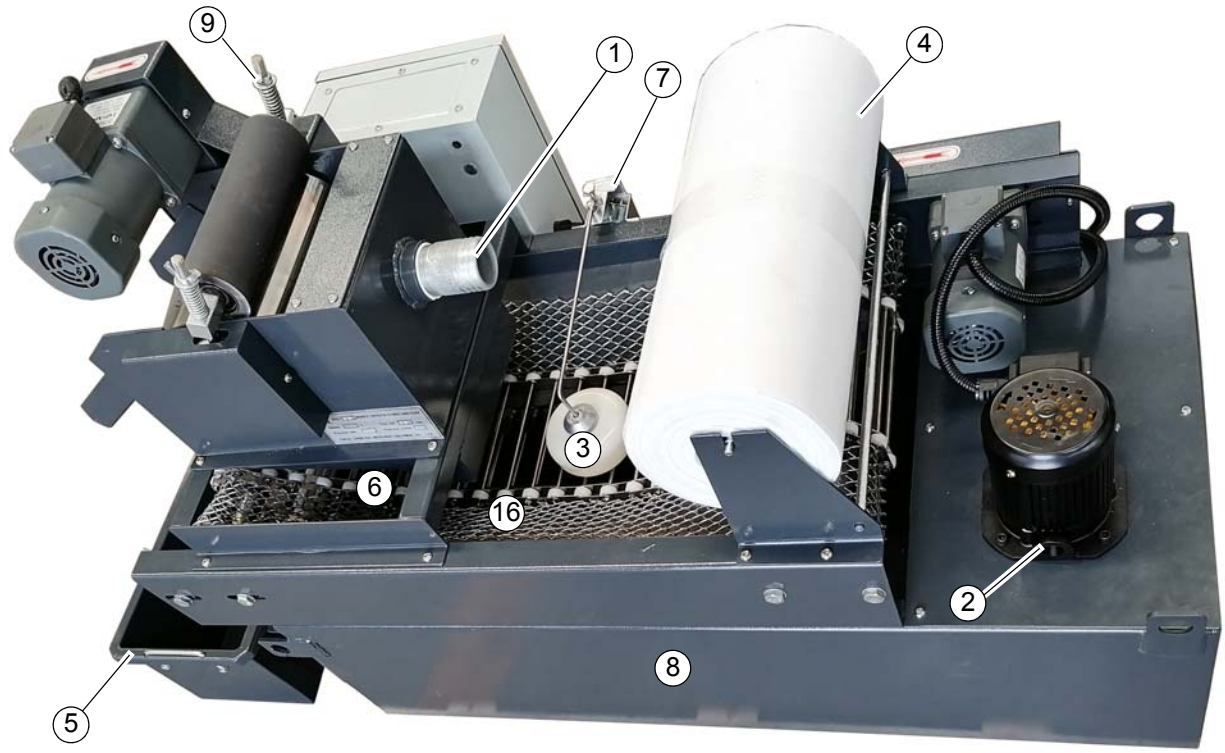

Abb.3-1:
Nach unten verengt sich der Durchfluss. Die Spaltbreite, das heißt die Durchflussmenge und die damit zusammenhängende Filterwirkung kann mit den Flügelschrauben (9) zur Durchflussverstellung verändert werden. Der Anpressdruck zwischen Magnetwalze (10) und Anpresswalze (11) wird damit verändert. Die Magnetwalze (10) dreht kontinuierlich. Das Abstreifblech streift den an der Walze haftenden Schmutz ab und leitet ihn in den Schmutzbehälter (5) Siehe ☞ „Abb. 3-1: “ auf Seite 8.